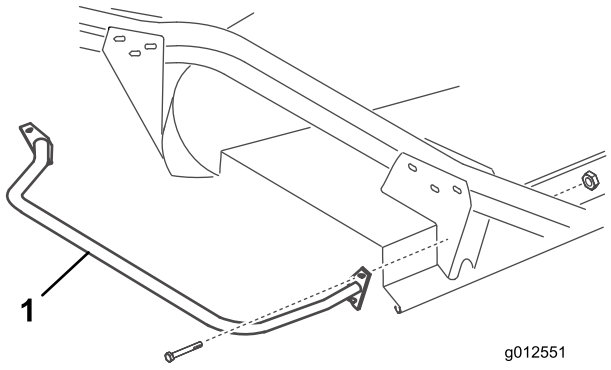

Figur 23
2. Fäst stötdämparens främre fästplatta vid hjularmsfästet genom att sätta en skruv (5/16-18 x 3 tum) och en låsmutter i plattans övre monteringshål (Figur 23).